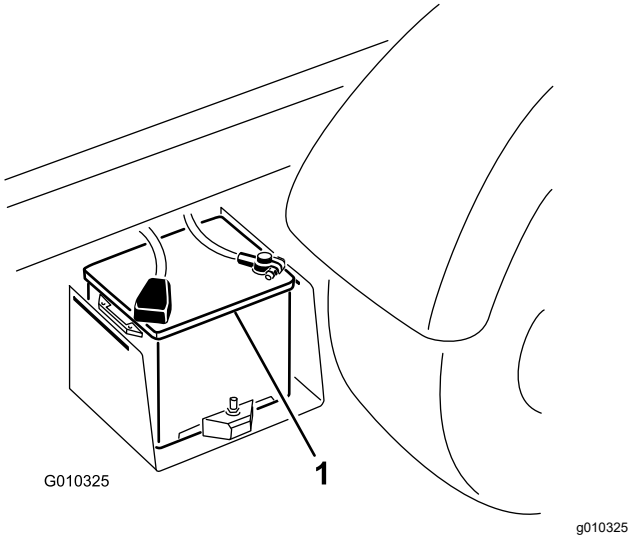

Figur 51
2. Koble de to batterienes positive poler til hverandre med en startkabel (Figur 51). Positive poler kan være markert med et "+"-tegn øverst på batteridekslet.